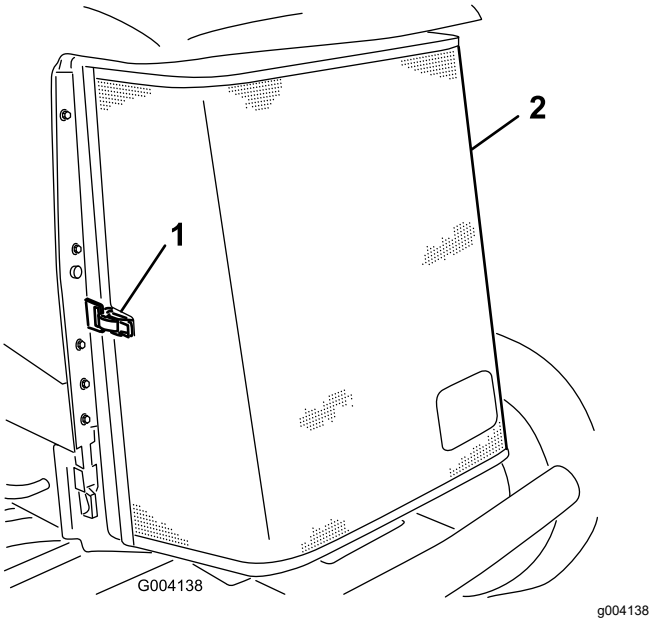

**Figuur 112**
5. Ontgrendel het achterscherm en draai het open (Figuur 112).